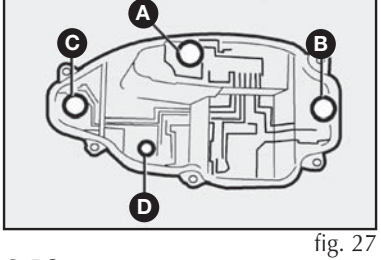

fig. 27
5) remover as lâmpadas empurrando-as levemente e girando-as no sentido horário **fig. 27**.
De 12V-21W para as luzes dos freios **C-fig. 27**.
De 12V-21W para as luzes de marcha a ré **B-fig. 27**.
De 12V-R5W para as luzes de posição **D-fig. 27**.
De 12V-21W para os indicadores de direção **A-fig. 27**.